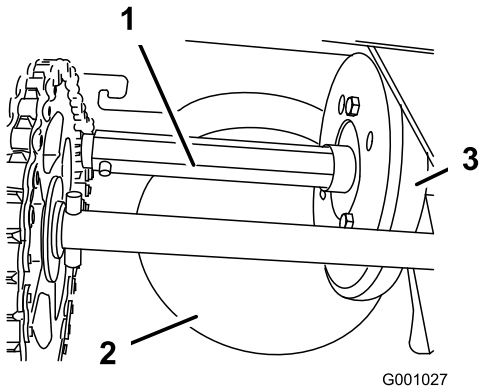

**Figure 53**
Lightly lubricate the hex shaft yearly with automotive engine oil (Figure 53).
**Important: Do not get oil on the rubber wheel or the aluminum friction drive plate because the traction drive will slip (Figure 53).**